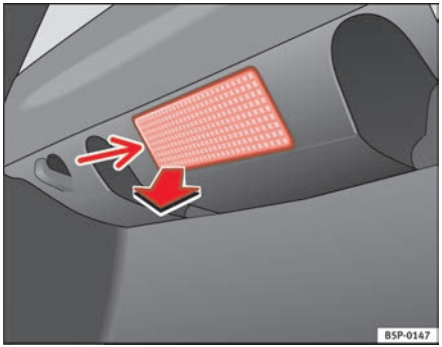

Fig. 196 Luggage compartment light
- Extract the tulip shaped fitting by pressing on the inside edge of this -arrow- using the flat side of a screwdriver ⇒ fig. 196. ▶